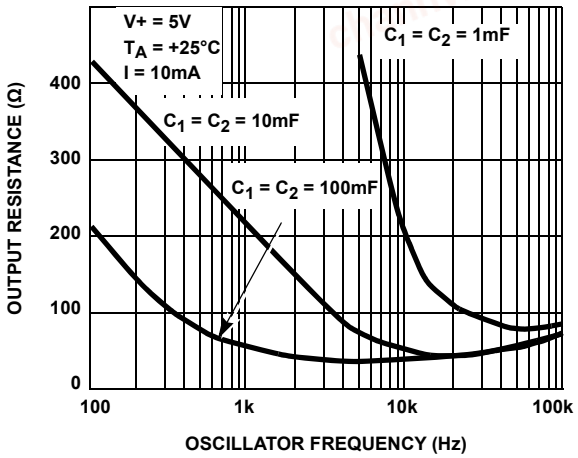

FIGURE 11. OUTPUT SOURCE RESISTANCE AS A FUNCTION OF OSCILLATOR FREQUENCY
0.1µF, can be used in conjunction with the Boost Pin to achieve similar output currents compared to the device free running with $C_1 = C_2 = 10\mu F$ or 100µF. (see Figure 11).